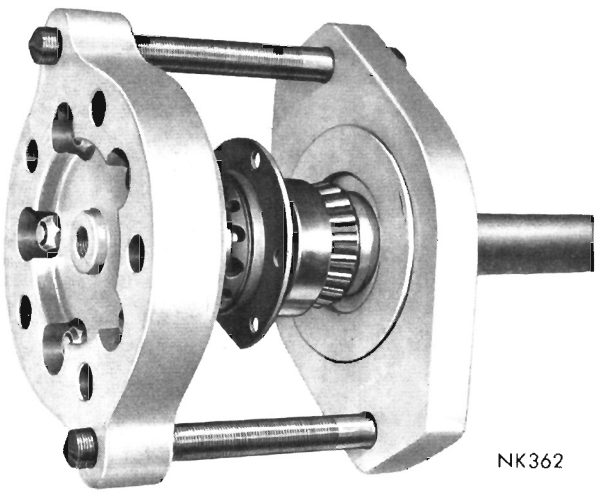

Fig. 13—Installing New Bearing and Collar
(1) Install retainer plate and seal assembly on axle shaft.
(2) Lubricate wheel bearings with Multi-Purpose Grease, NLGI grade 2 E.P.
(3) Install a new axle shaft bearing cup, cone and collar on shaft using Tool C-3971 (Fig. 13) and tighten bolts of tool alternately until bearing and collar are seated properly.
(4) Inspect axle shaft seal journal for scratches and polish with #600 crocus cloth if necessary.